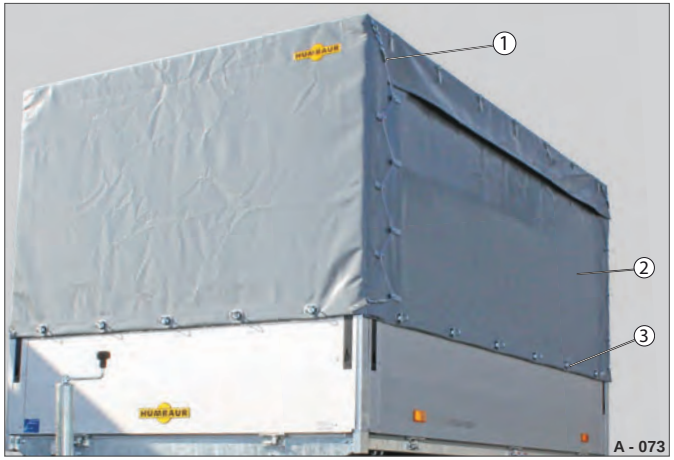

Fig. 84 Høj presenning / gardinpresenning lukket
▶ Åbn sikkerhedselement del 1 (Fig. 84 /1) - se "Sikringselement del 1" på side 121.
▶ Åbn sikkerhedselement del 2 (Fig. 84 /3) - se "Sikringselement del 2" på side 122.